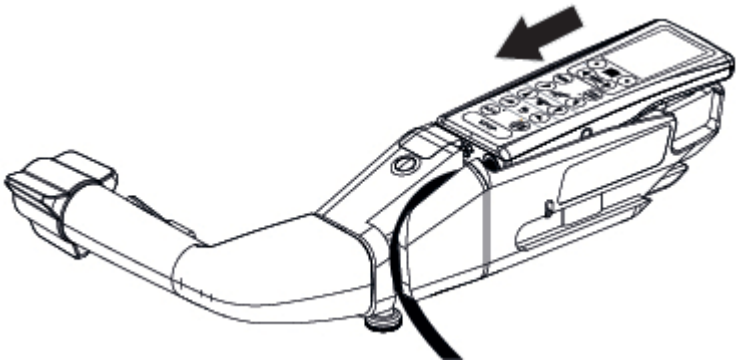

Figura 6-7. Installazione della pulsantiera
2. Far scorrere la pulsantiera nella maniglia di trasferimento motorizzata. Vedere *Figura 6-7*.